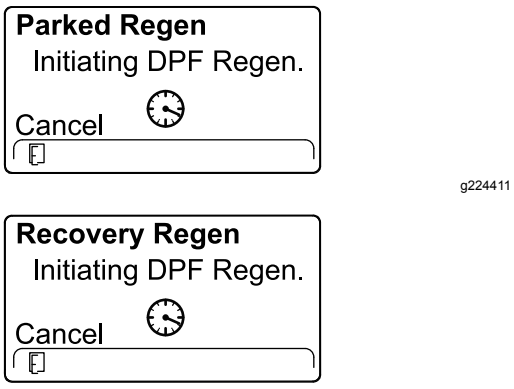

Figur 59
5. InfoCenter viser STARTER DPF-REGENERERING-meldingen (Figur 59).